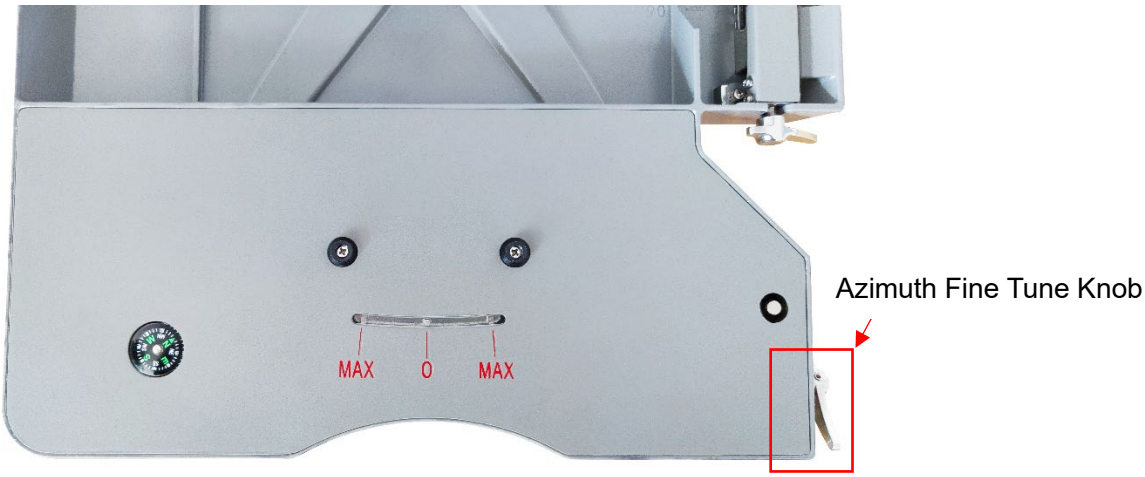

Figure 5-20 Azimuth Fine Tune Knob
7. Azimuth fine tune: According to the satellite signal quality, rotate the azimuth fine tune knob, as shown in Figure 5-20.